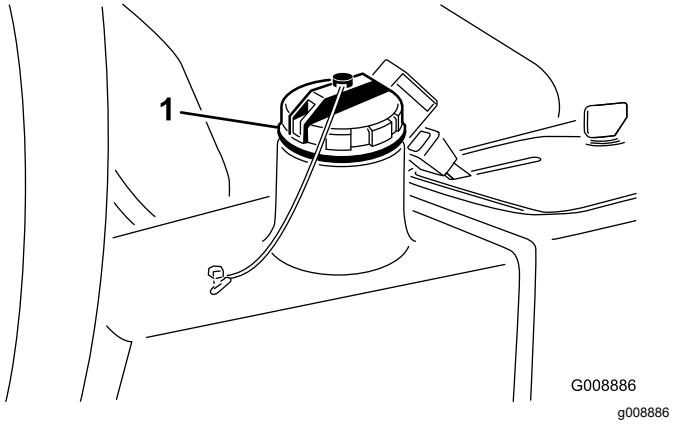

Figur 30
2. Gör rent omkring påfyllningsröret och hydraultanklocket (Figur 30). Skruva av locket.